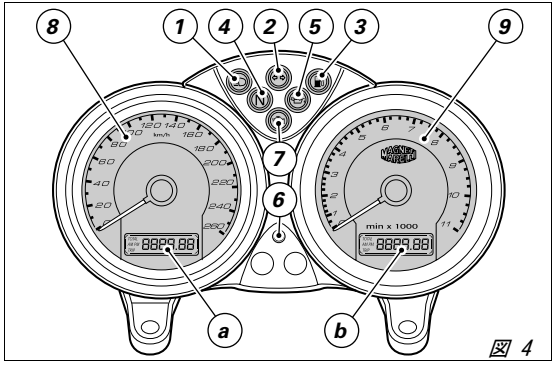
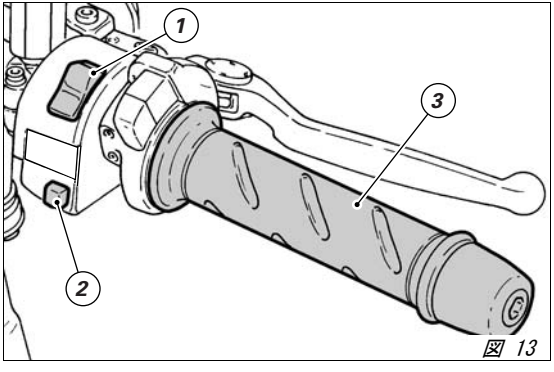

図 4
図 13
メーターパネル（図 4）
*イモビライザーシステムに不具合がある場合、橙色の **EOBD** パイロットランプ（7、図 4）が点灯するので、以下の方法で「エンジン作動禁止」機能を無効にできます。ただしこの操作は、コードカードの電子コードを知っている場合にのみ実施可能です。*
1) キーを ON に回します。スロットルを全開に保持します。そのままの状態にします。8 秒後に EOBD パイロットランプ（7、図 4）が消灯します。
1) CPU がコードを認識すると、メーターパネルのパイロットランプ (6、図 4) が短時間点滅します。これはイモビライザーシステムがキーコードを認識し、エンジン始動が可能なことを示します。START ボタン (2、図 13) を押すと、エンジンが始動します。
2) パイロットランプ (6、図 4) または EOBD パイロットランプ (7、図 4) が点灯したままの状態の場合は、コードが認識されなかったことを示します。この場合、イグニッションキーを OFF に戻し、再度 ON にします。これでもエンジンが始動しない場合は、もう 1 本の黒色キーで試して下さい。このキーでも始動しない場合は、DUCATI サービスネットワークにご相談下さい。
3) パイロットランプ (6、図 4) が点滅したままの場合は、イモビライザーシステムの不具合がスロットルグリップを使用した解除手順などによりリセットされたことを示します。キーを OFF にしてから ON に戻すと、イモビライザーパイロットランプは正常作動に戻ります (手順 1 参照)。
ハンドルバー右側スイッチ（図 13）
スロットルグリップ（図 13）